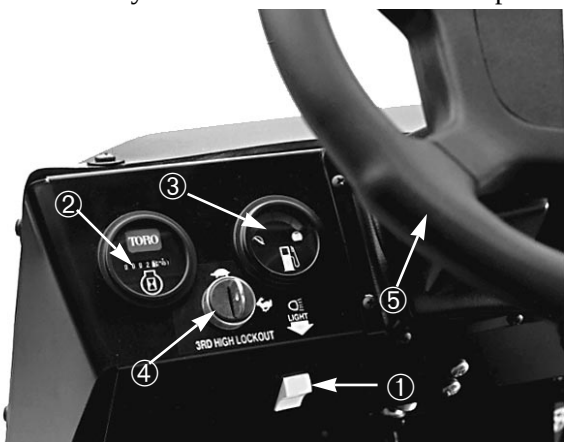

**Figure 11**
**Hour Meter** (Fig. 11)—Indicates the total hours of machine operation. The hour meter starts to function whenever the key switch is turned to the “ON” position.
**Light Switch** (Fig. 11)—Toggle this switch to activate the headlights. Push to turn lights “ON”.
**Fuel Gauge** (Fig. 11)—Shows the amount of fuel in the tank. Operates only when the ignition switch is in the “ON” position.
**3rd High Lockout Switch** (Fig. 11)—Moving this switch to the slow position and removing the key will prevent use of third gear when in the High range. The engine will shut off if the shift lever is moved to third gear when in the High range. Install the key with its teeth pointing downward. Push the key in to turn it. The key is removable in either position.
**Steering Wheel** (Fig. 11)—Turns the vehicle. If the engine stalls or the power assist fails, vehicle steering will require greater effort.